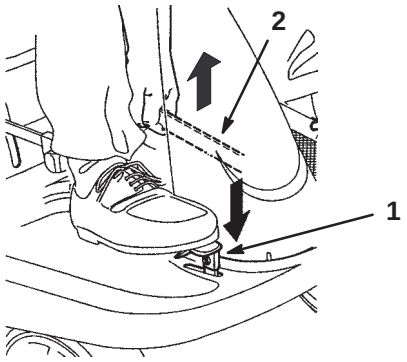

Figure 2
1. Appuyez sur la pédale de frein (Fig. 2) et maintenez-la enfoncée.
2. Relevez le levier de frein de stationnement (Fig. 2) et relâchez progressivement la pédale de frein.
2. Appuyez sur le levier du frein de stationnement (Fig. 2) et relâchez progressivement la pédale de frein.